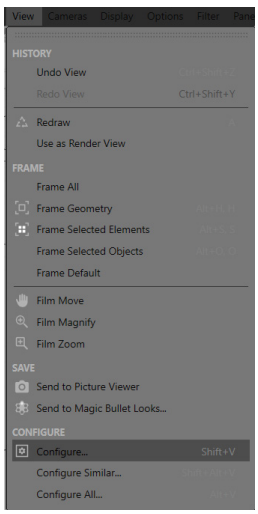

Figure 2-3 *Choosing the* ***Configure*** *option from the Menu in editor view*
3. Choose **View > Configure** from the Menu in editor view, as shown in Figure 2-3; the **Viewport [Front]** settings are displayed in the Attribute Manager. In the Attribute Manager, choose the **Back** button; the **Back** area is displayed. In this area, choose the **Select a file to load** button next to the **Image** text box, as shown in Figure 2-4; the **Load File** dialog box is displayed. Browse to *\Documents\c4d2026\c02\keyhole.jpg*. Next, choose the **Open** button; the *keyhole.jpg* is opened as the background image in the Front viewport.